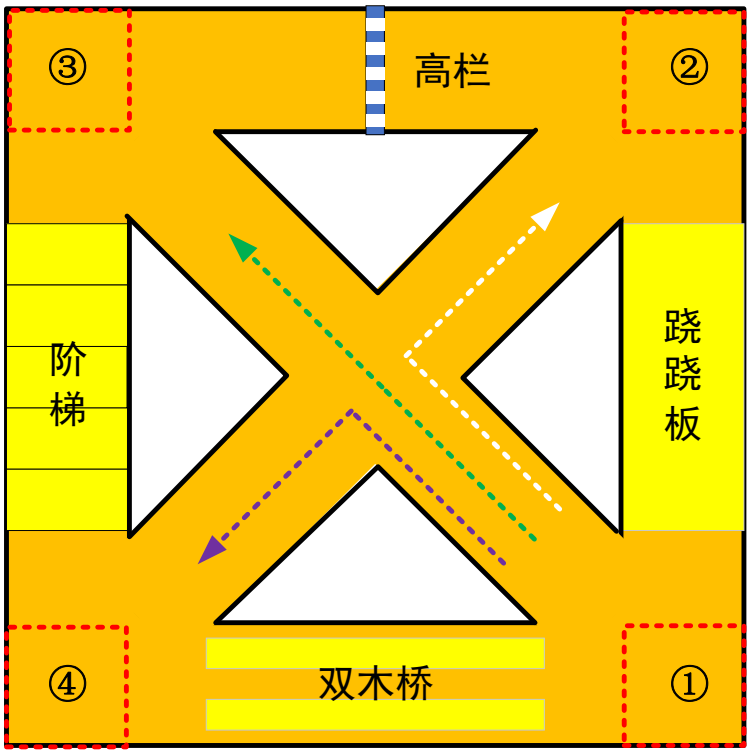

图8 比赛顺序
例如，若选择从赛段A的启动区①开始比赛，最理想的比赛路径应该是依次完成A、B、C、D各赛段的障碍物，最后返回启动区①，这样得分最高。若认为跨过A赛段有困难，参赛队可选择从启动区①出发，走无障碍的中间交叉赛道，即图8中的白色虚线箭头方向，到达启动区②，开始B赛段的越障。也可以放弃跷跷板、高栏两个障碍物，按照绿色虚线箭头指示方向到达启动区③，开始阶梯的跨越。或按照紫色虚线箭头方向到达启动区④，完成双木桥的跨越。
4.4.5 越障成功的定义：机器马从某个障碍赛段的启动区出发，越过障碍，到达下一个障碍赛段的启动区，即成功越过了本赛段障碍。对于跷跷板，机器马沿斜面上行，过中线后，跷跷板改变倾斜方向，这时机器马无论是沿斜面滑下还是往下行走，只要四足能站立与地面接触，并能到达启动区②，表明A赛段越障成功。机器马从跷跷板跨到地面时，若有2条以上的腿落在赛道外，则越障不成功，必须搬回至该启动区重新越障；对于高栏，机器马必须从横杆的上方越过。落地并能达到启动区③，表明B赛段越障成功。若越过横杆后，机器马摔倒在赛道内，可由参赛队员扶起继续比赛。若机器马越过障碍后，机器马有2条以上的腿落在赛道外，则必须搬回至相应的启动区开始重新越障；机器马在通过阶梯时，并不需要逐级上、下，但至少有一足与阶梯的任何一级顶面有一次接触。对于双木